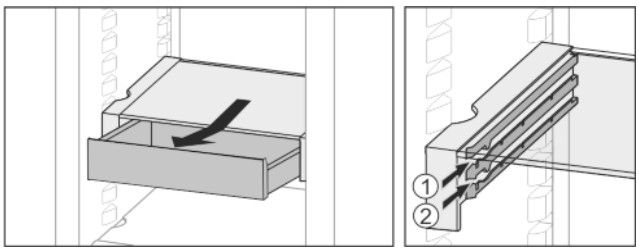

Fig. 20
▶ Slide back at the height you want *Fig. 20 (1)* or *Fig. 20 (2)*.